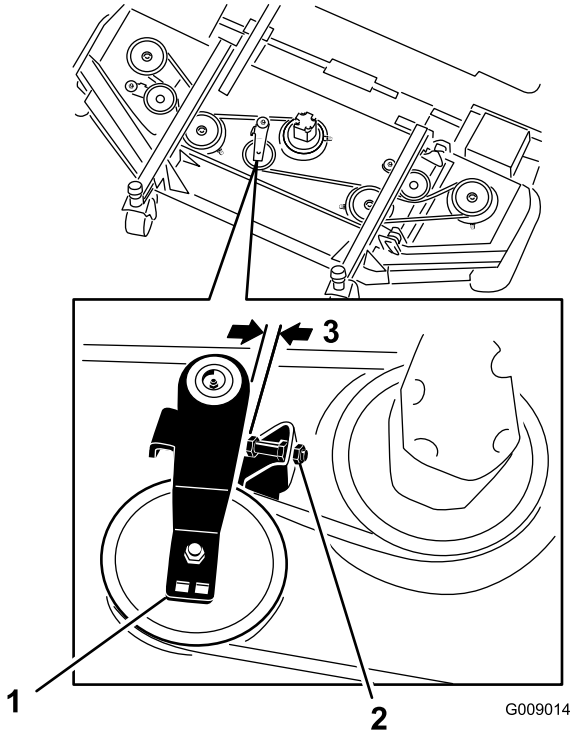

Figuur 126
3. Draai op het voorste maaidek in het midden de borgmoeren van de stopschroef van de spanpoelie los en draai de stopschroef in de beugel (Figuur 126).
4. Trek de spanpoelies van de zijmaaidekken weg van de drijfriem om deze te ontspannen en laat de drijfriem loskomen van de poelie van het zijmaaidek. Gebruik hiervoor een momentsleutel of soortgelijk gereedschap (Figuur 126).